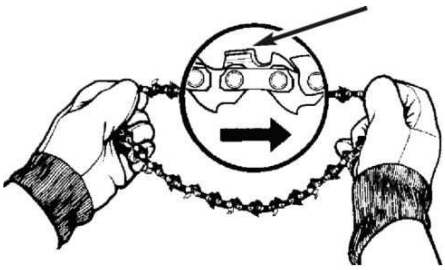

Рис.11
• Убедитесь, что расположение режущей кромки соответствует направлению движения цепи (рис.11). Если это не так переверните цепь.